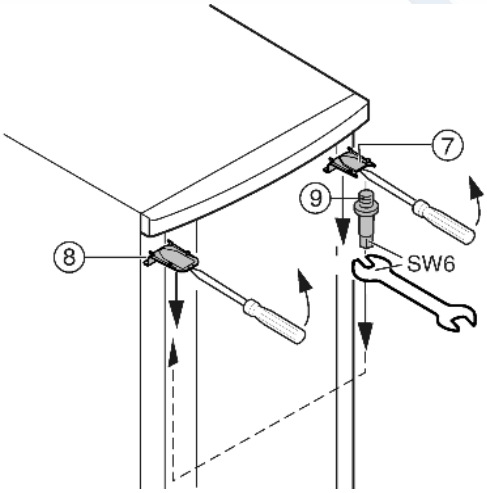

Fig. 6
- ▶ Верхнюю крышку *Fig. 6 (7)* и крышку *Fig. 6 (8)* с помощью отвертки выведите вперед из фиксатора и снимите, наклоняя вниз.
- ▶ Выкрутите опорный палец *Fig. 6 (9)* и вкрутите на противоположной стороне **(с моментом 4 Нм)**.
- ▶ Снова установите крышку *Fig. 6 (7)* на стороне опорного пальца: насадите сзади, защелкните спереди.
- ▶ Установите крышку *Fig. 6 (8)* на противоположной стороне: насадите сзади, защелкните спереди.
- ▶ Подвесьте верхнюю часть двери на опорный палец *Fig. 6 (9)*.